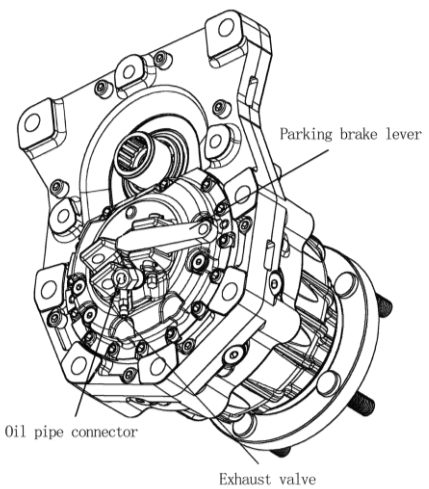

Fig.2-3
There are two connectors in the joint of drive unit and brake system, one used for connecting the traveling brake pipe while the other is used for the exhausting of traveling brake system. See it as Fig2-3.
2.1.4 Exhaust of brake system (Fig.2-3)